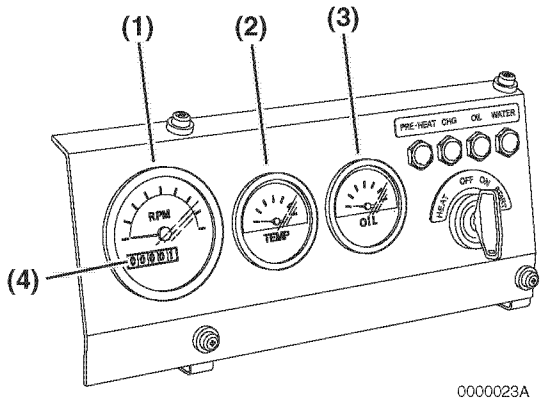
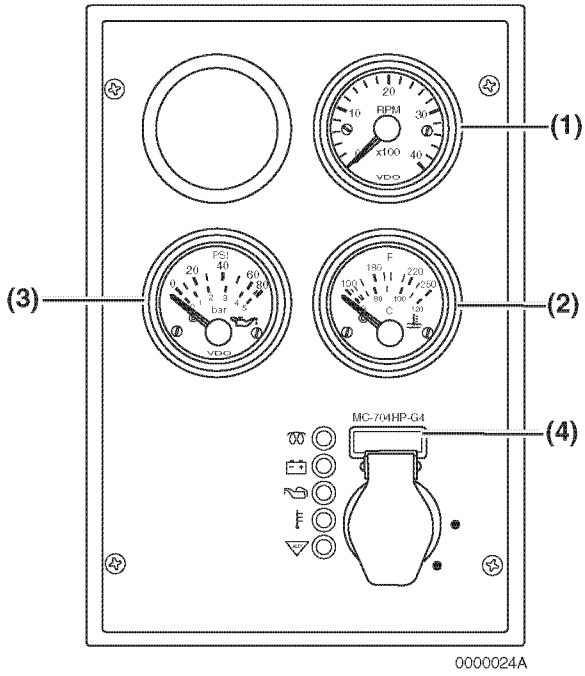

*Figure 7*
*Figure 8*
**Tachometer -** The tachometer display **(Figure 7, (1))** or **(Figure 8, (1))** shows the engine speed in revolutions per minute (RPM).
**Engine Coolant Temperature -** The engine coolant temperature display **(Figure 7, (2))** or **(Figure 8, (2))** shows the temperature of the engine coolant.
**Engine Oil Pressure -** The engine oil pressure display **(Figure 7, (3))** or **(Figure 8, (3))** shows the pressure of the engine oil.
**Hour Meter -** The hour meter display **(Figure 7, (4))** or **(Figure 8, (4))** shows the total number of hours the engine has run. This is useful for planning the *Periodic Maintenance Procedures on page 88.*